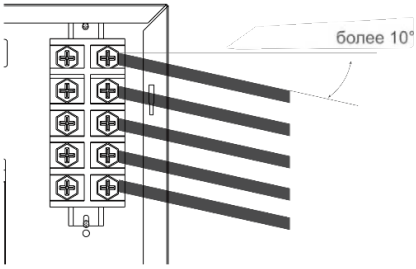

Рис. 13. Расположение сетевого кабеля
- Открутите трубу обратной линии и достаньте сетчатый фильтр из патрубка котла (см. Рис. 13).